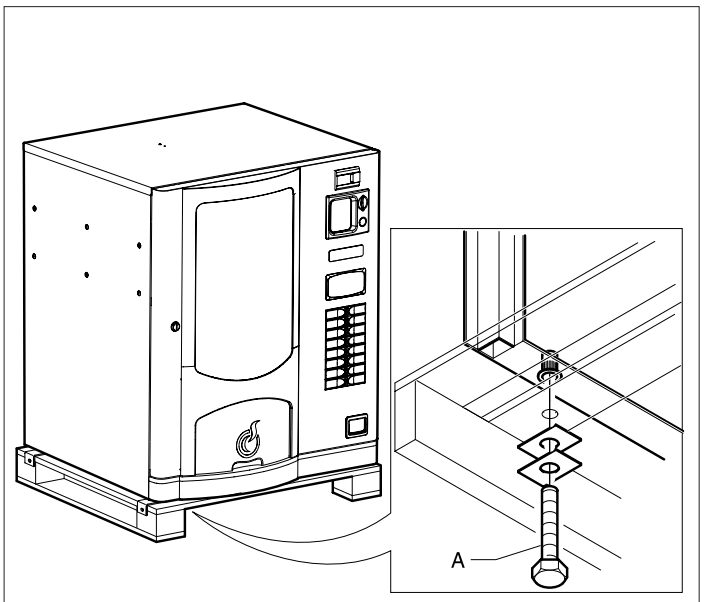

Fig. 4.4
- Desmontar las abrazaderas que sujetan el distribuidor al palé (Tornillos A). Bajar el distribuidor del palé *(Fig.4.4)*.